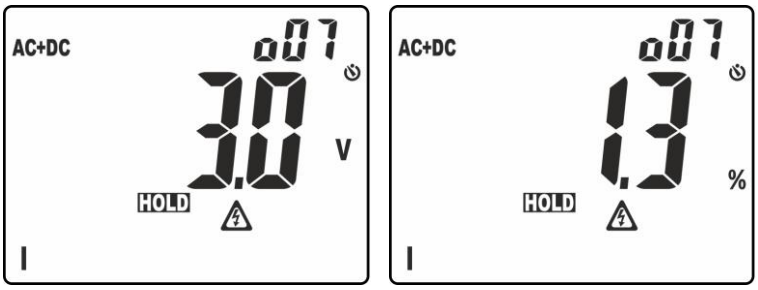

Fig. 4: Visualização da ordenação das amplitudes da análise harmónica
- Pressão prolongada do botão (pelo menos 2s) para ativar a função **H_2O (H**igher **H**armonic **O**rdering**)** de ordenação da amplitude dos harmónicos. Nestas condições, a função "HOLD" é automaticamente ativada, o símbolo "o" aparece à frente da ordem do harmónico visualizado para indicar a ativação da função de Classificação. A barra gráfica é desativada e o instrumento apresenta o valor das amplitudes de todos os harmónicos compreendidos entre o valor CC e a 25° exceto o fundamental, por **ordem decrescente** a partir do harmónico de amplitude maior como se mostra na Fig. 4
No exemplo da Fig. 4 o harmónico de amplitude maior corresponde à ordem 7. Premir o botão ▲ para observar as amplitudes dos restantes harmónicos e premir novamente o botão **H/H%/H** para passar à visualização dos valores absolutos ou em percentagem. Rodar o seletor para sair da função.